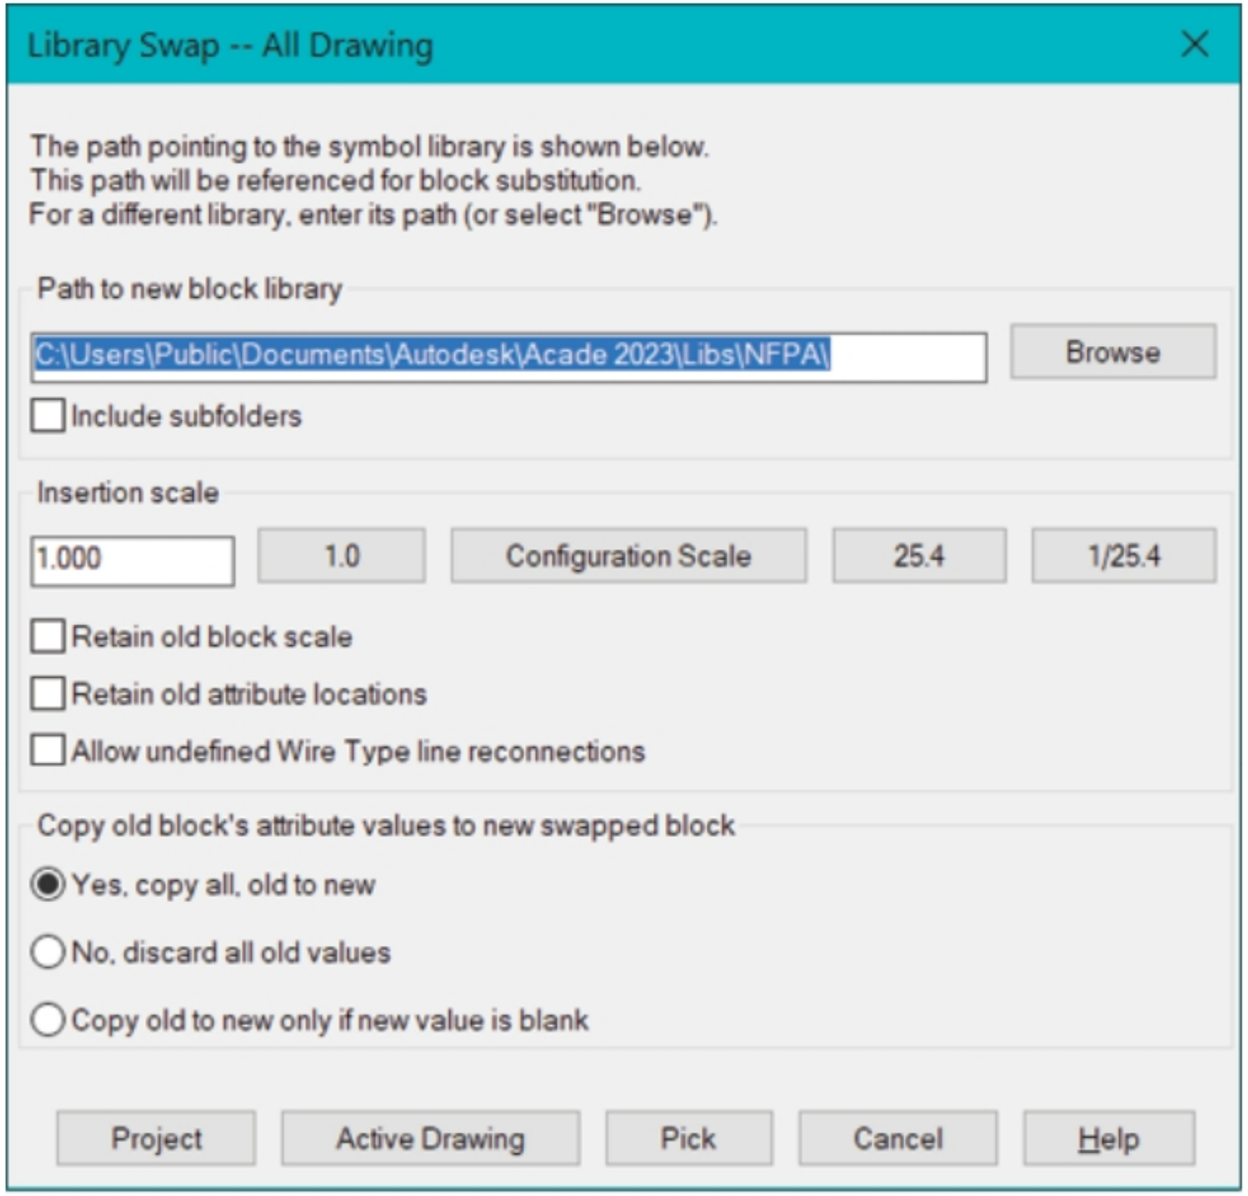

Figure-40. Library Swap dialog box
- If you have selected the **Library Swap** radio button in the **Swap Block/Update Block/Library Swap** dialog box then the **Library Swap** dialog box will be displayed; refer to Figure-40. Click on the **Browse** button and select the directory of component blocks. Click on the **Project** button if you want to update the block for all project drawings or click on the **Active Drawing** button to update the block in current drawing only.